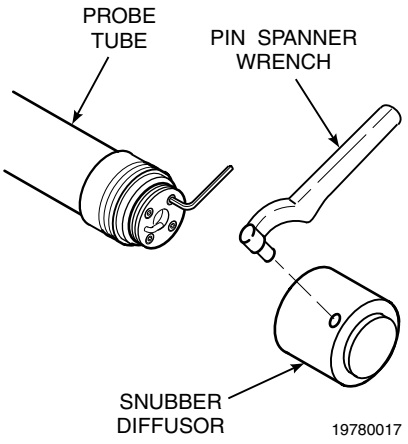

Figure A-11. Removal of Snubber Diffuser
b. The vee deflector is an option used with the ceramic diffuser. Figure A-11 shows a probe with a snubber diffuser. If the probe has the vee deflector, remove vee deflector and hub setscrews and remove vee deflector. Use spanner wrenches from probe disassembly tools kit, Table A-3, to turn hub free from probe tube. If applicable, inspect optional ceramic diffusion element. If damaged, replace element.
i. To install snubber diffuser, apply anti-seize compound to threads of probe tube, Figure A-11, and snubber diffuser. Reinstall diffuser on probe tube. Using pin spanner wrenches, torque to 14 N·m (10 ft-lbs).